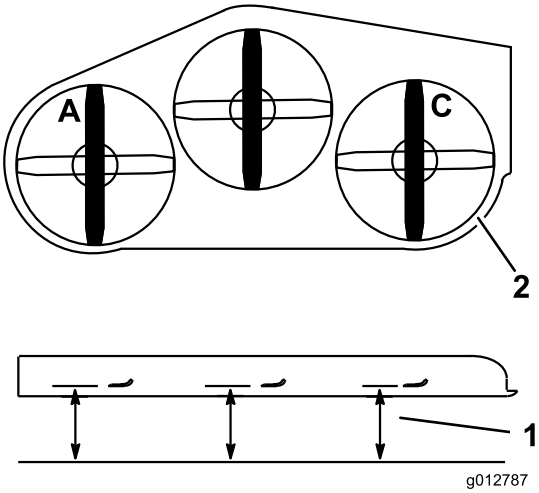

**Figuur 86**
1. Zet het linker maaimes in de schuinstand (Figuur 86).
2. Meet het linkermes bij punt **A**. Meet de afstand tussen een horizontaal oppervlak en de snijrand van het maaimes en noteer deze afstand (Figuur 86).
3. Zet het rechter maaimes in de schuinstand (Figuur 86).
4. Meet het rechtermes bij punt **C**. Meet de afstand tussen een horizontaal oppervlak en de snijrand van het maaimes en noteer deze afstand (Figuur 86).
2. Zet het linker maaimes in de schuinstand (Figuur 86).
3. Meet het linkermes bij punt **A**. Meet de afstand tussen een horizontaal oppervlak en de snijrand van het maaimes en noteer deze afstand (Figuur 86).
4. Zet het rechter maaimes in de schuinstand (Figuur 86).
5. Meet het rechtermes bij punt **C**. Meet de afstand tussen een horizontaal oppervlak en de snijrand van het maaimes en noteer deze afstand (Figuur 86).